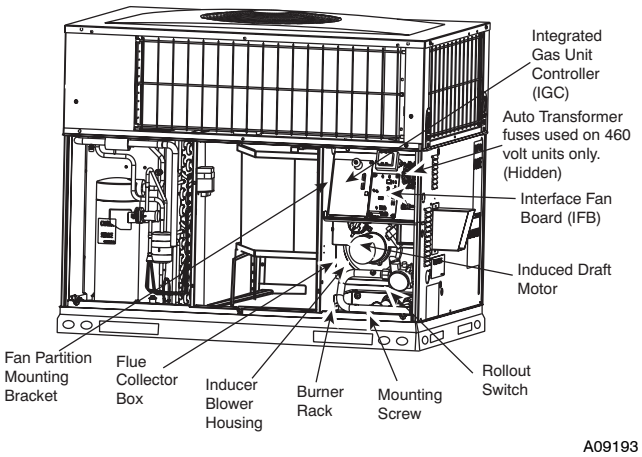

**Fig. 19 - Blower Housing and Flue Collector Box**
2. Remove the 11 screws holding the flue collector box cover (See Fig. 19) to the heat exchanger assembly. Inspect the heat exchangers.
Unit is equipped with a direct spark ignition 100 percent lockout system. Ignition module (IGC) is located in the control box (See Fig. 19). Module contains a self-diagnostic LED. During servicing, refer to label diagram or Table 7 in these instructions for LED interpretation.
5. Remove fan partition mounting bracket (2 screws located on the left side of control compartment on the fan partition panel). Slide bracket forward, bottom first, to remove. (See Fig. 19.)
7. Remove the mounting screw that attaches the burner rack to the unit base (See Fig. 19).
8. Partially slide the burner rack out of the unit (see Fig. 19 and 22). Remove ignitor and sensor wires at the burner assembly. Remove wires to rollout switch.
9. Slide the burner rack out of the unit (See Fig. 19 and 22).